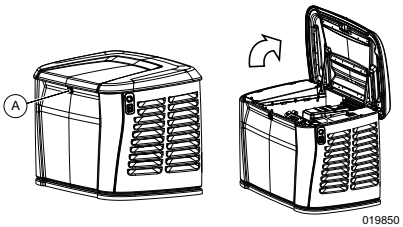

Figure 3-1. Opening the Lid
1. See *Figure 3-1*. Use keys to open generator lid. One lock (A) secures generator lid. Lock is located behind bezel in the center of front access panel. Insert key vertically. Press down on lid above lock and turn to the left to unlock.